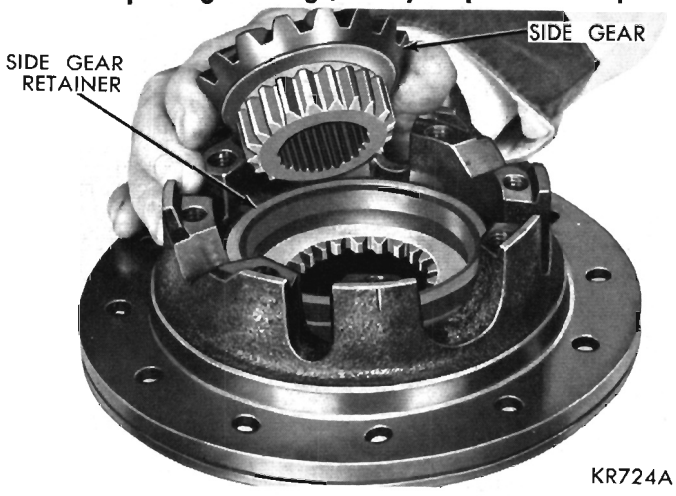

Fig. 17—Removing or Installing Side Gear from Differential Case
(5) Remove remaining side gear (Fig. 17), side gear